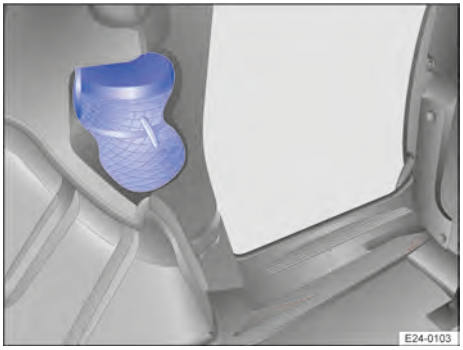

Bilde 141 I sidedelen: Oppbevaring av sikringsnett.
2. Åpne festeknappen, og brett ut sikringsnettet → Bilde 141.
4. Fest sikringsnettet til sidedelen med festeknappene → Bilde 141.